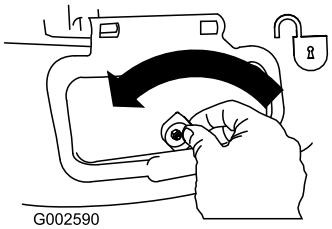

Figur 33
1. Lås sideudblæsningspladen op (Figur 33).